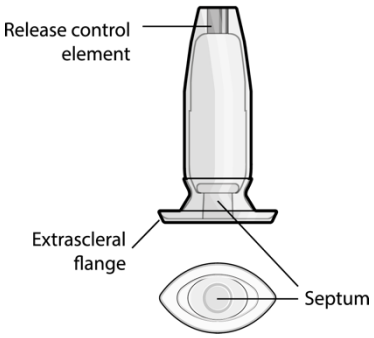

Figure 31
- SUSVIMO implant (Figure 31) is capable of holding 0.02 mL of drug, and is secured within the sclera, by the extrascleral flange that remains visible through the conjunctiva following insertion.